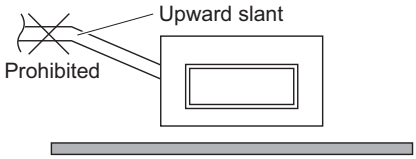

Fig. 2-148
- **Do not install the pipe with an upward slant from the connection port. This will cause the drain water to flow backward and leak when the unit is not operating. (Fig. 2-148)**